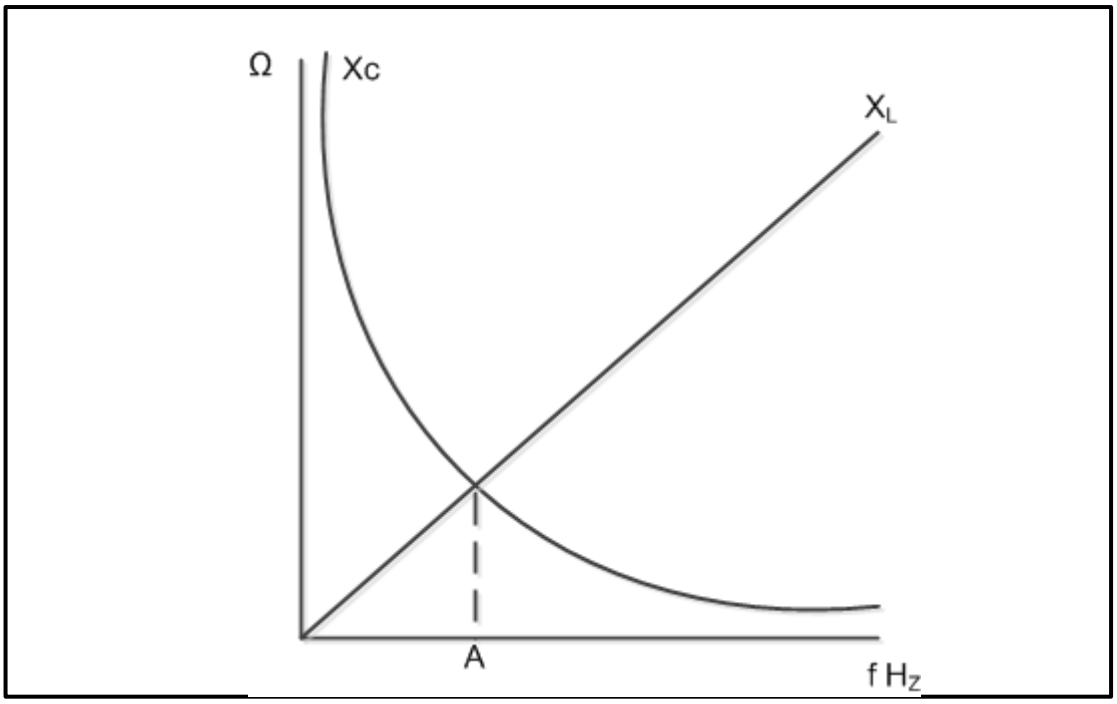

FIGURE 5.1: FREQUENCY RESPONSE CURVE
5.3 FIGURE 5.1 shows the relationship between the inductive reactance and the capacitive reactance against frequency in an RLC series circuit. Answer the questions that follow.